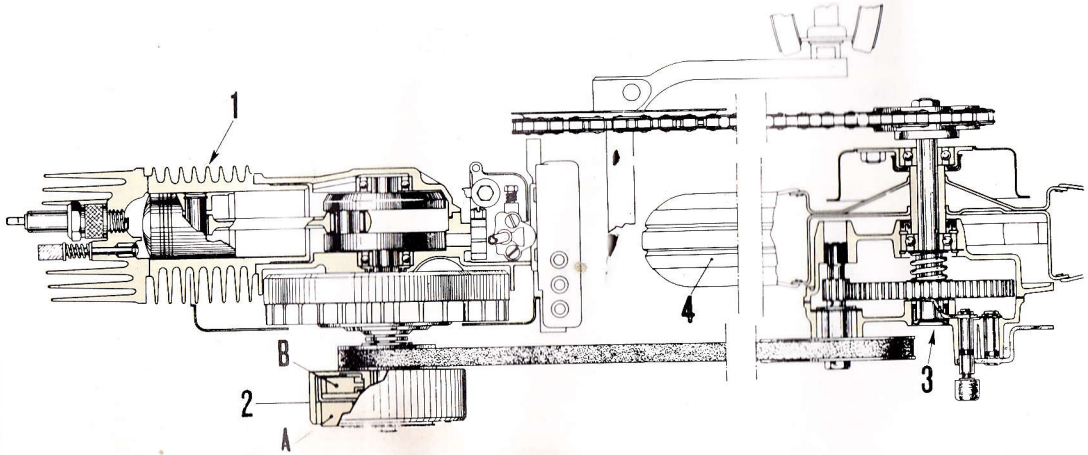

Fig. 2a - **Schema del motore e trasmissioni per i ciclomotori « Bravo » versione EEM 1.**
1. - 5. Gruppi motore e ruota uguali a quelli di fig. 2a) - **2.** Gruppo « variatore automatico »: C) Masse centrifughe del variatore; D) Puleggia espansibile - **3.** Gruppo frizioni automatiche: E) Masse centrifughe per avviamento - F) Masse centrifughe per trasmissioni moto dal motore; G) Puleggia espansibile - **4.** Gruppo mozzo posteriore e riduttore a ingranaggi.